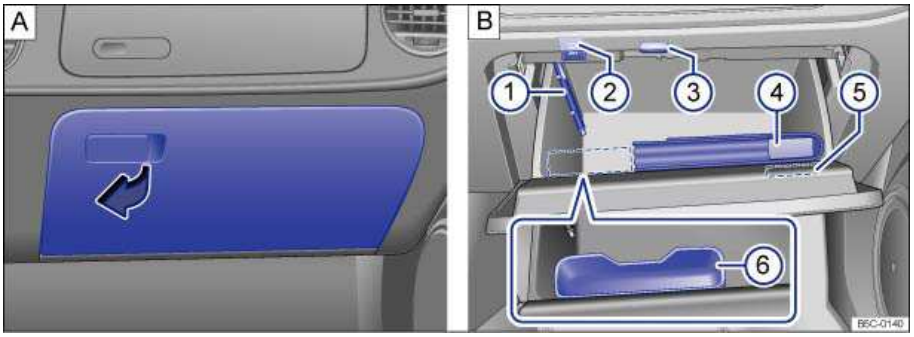

Fig. 104 A: On the passenger side: Lower glove compartment. B: Open glove compartment.
Key to fig. 104 **B**:
The lower glove compartment is designed to hold the Owner's Manual ⇒fig. 104 **B** (4).
The Tire Pressure Monitoring System (TPMS) SET button is also located in the glove compartment ⇒ fig. 104 **B** (2).
Depending on equipment, there may be a jack for the factory-installed Media Device Interface (MDI)/(MEDIA-IN) ⇒ fig. 104 **B** (3) in the glove compartment.
There are holders for a pen and a notepad in the lower glove compartment lid ⇒ fig. 104 **B** (1) and (5).
Depending on equipment, there may be a holder for multimedia devices or a holder for eyeglasses ⇒ fig. 104 **B** (6) in the glove compartment.